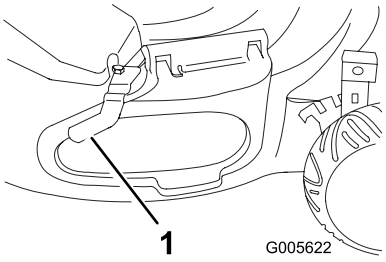

Figuur 26
1. Verwijder de bout en klem van de klep aan de zijkant. Plaats de bout daarna weer in het gat en bewaar de klem voor toekomstig gebruik (Figuur 26).